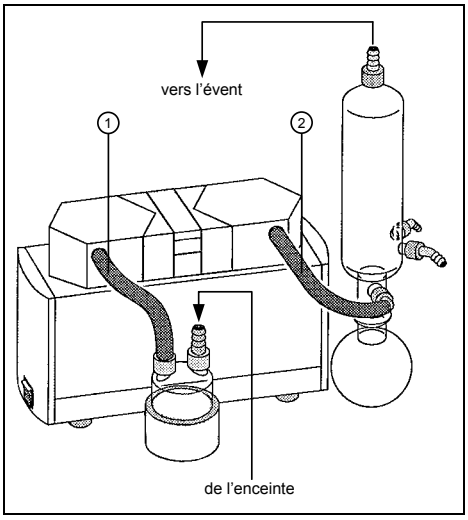

Fig. 8 : Raccordement système SH… (pompes à deux têtes).
❷ Fixer le support sur la plaque de base en serrant les vis à 6 pans creux.
❸ Raccordement pour les pompes à deux têtes suivant figure 8. Pour le raccordement des pompes à une tête, ou en version Aluminium (reconnaissable à la lettre « A » de la référence), prière de contacter KNF. Choisir les matériaux des tuyaux en fonction des gaz véhiculés.
⚠ Veuillez respecter l'assignation correcte des raccordements du condenseur pour le gaz et l'eau de refroidissement ; les entrées et sorties de gaz ne doivent pas être interverties (figure 8).